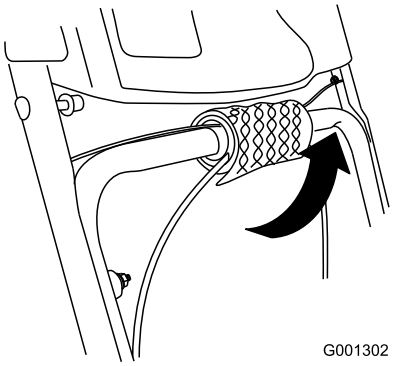

**Figur 6**
1. Plocka fram kabeländarna från det under handtaget (Figur 6).